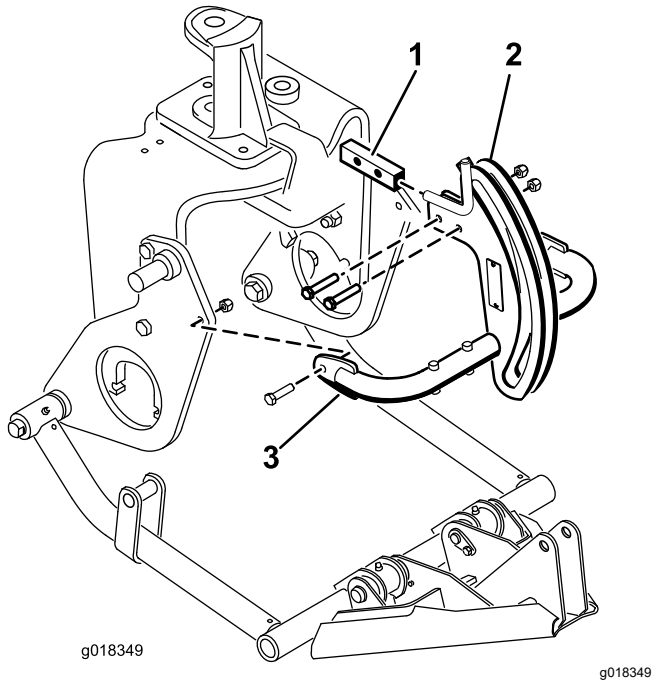

Figura 14
6. Montate la parte superiore del telaio dell'attacco sulla staffa del telaio dell'attacco con 2 bulloni (⅜" x 2") e dadi (Figura 14).
7. Montate i tubi del telaio dell'attacco sulle piastre della pala con dei bulloni (⅜" x 1½") e dei dadi (Figura 14), e serrate i dispositivi di fissaggio.